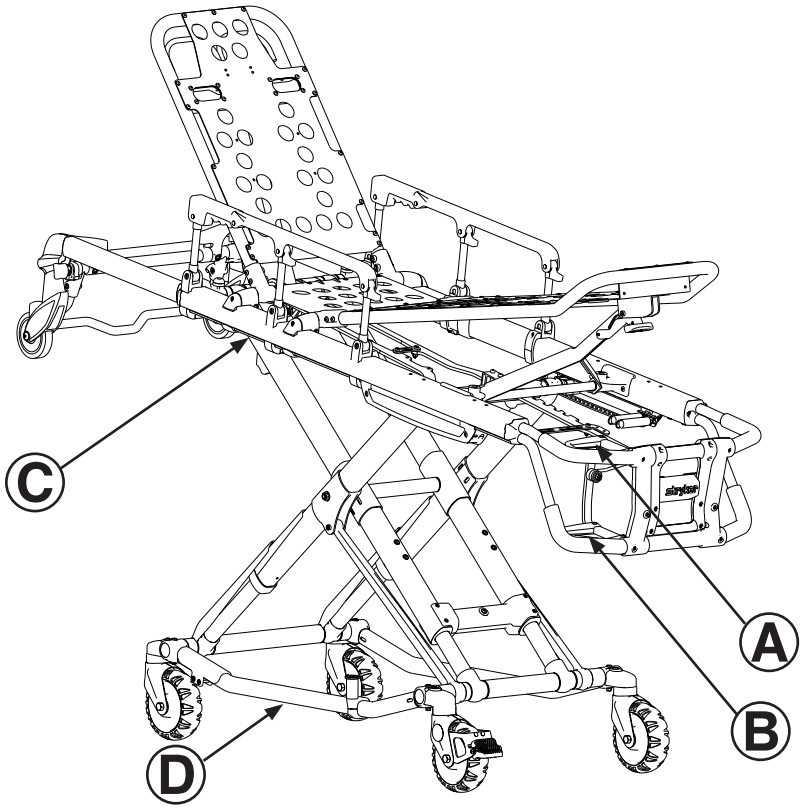

Abbildung 13
1. Der Bediener am Fußende der Trage drückt den Entriegelungsgriff (A oder B) und hält gleichzeitig die Hubstangen gut fest (siehe Abbildung 13).
2. Der Bediener an der rechten oder linken Seite des Patienten (je nach Position des Entriegelungsgriffs) greift nach dem Entriegelungsgriff in der Mitte der Liegefläche (C). Beide Bediener müssen die Trage (um ca. 6,35 mm) anheben, bis kein Gewicht mehr auf dem Verriegelungsmechanismus lastet (siehe Abbildung 13).
4. **Bediener 1** – Den Rahmen der Trage am Fußende greifen. Das Fußende der Trage anheben, bis kein Gewicht mehr auf dem Verriegelungsmechanismus lastet. Den Entriegelungsgriff (A oder B, wie in Abbildung 13 auf Seite 3-26 dargestellt) drücken und halten.